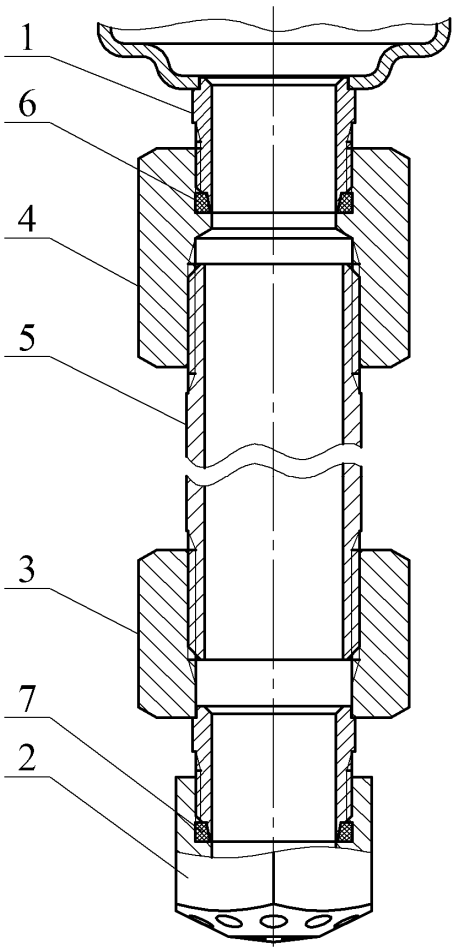

Рисунок 3
4.1.3 Для вывода насадка-распылителя в свободную зону через подвесной потолок типа Грильято, Армстронг и т.п. или его перемещения в рабочую зону эффективного пожаротушения при монтаже МУПТВ на потолочном перекрытии высотой более 9 м модуль может быть дополнительно укомплектован удлинителем, соединяющим выпускную горловину МУПТВ **1** с насадком-распылителем **2** (см. рисунок 3).